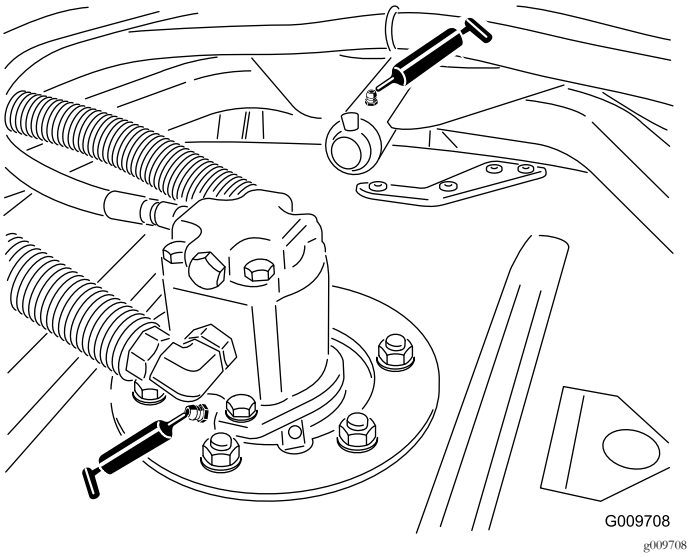

Figur 36
- Klippenhetens spindelaxellager (2 per klippdäck) enligt Figur 36
- Klippenhetens bärarmsbussningar (1 per klippdäck) enligt Figur 36